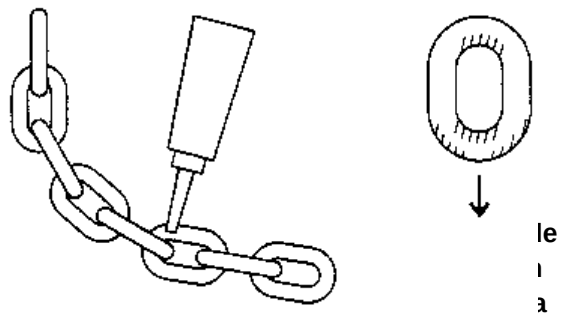

Figura 6-1 Aplicación de grasa en la cadena
- Aplique grasa lubricante KITO (N.° de pieza ER1BS1951) o una grasa equivalente de litio general industrial, NLGI N.° 0, a las superficies del cojinete de los eslabones de la cadena de carga, como se indica en las áreas sombreadas de la Figura 6-1. También aplique grasa a las áreas de la cadena de carga (áreas sombreadas de la Figura 6-1) que hacen contacto con la polea de carga. Asegúrese de que la grasa se aplique a las áreas de contacto de las bolsas de la polea de carga.